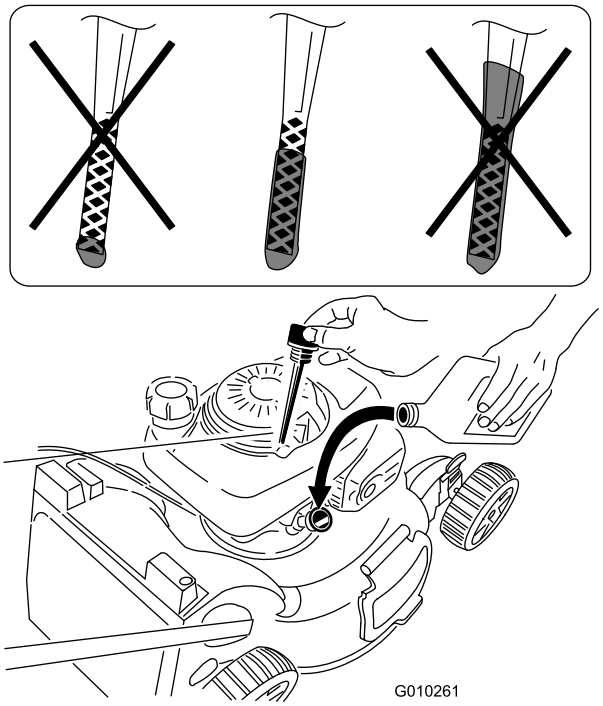

Figur 14
- Om oljenivån är för låg fyller du långsamt på lite olja i oljepåfyllningsröret, väntar i tre minuter och upprepar sedan steg 3–5 tills rätt oljenivå uppnås, se Figur 14.
- Om oljenivån är för hög tappar du ur överflödig olja tills rätt oljenivå uppnås, se Figur 14. Läs om hur du tömmer ut den överflödiga oljan i Byta ut motoroljan (sida 15).
2. Ta ut oljestickan (Figur 14).
5. Ta ut oljestickan och läs av oljenivån, se Figur 14.